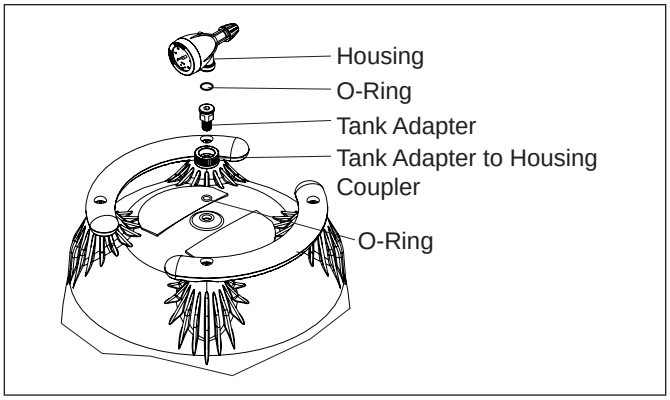

Figure 4. Pressure Gauge/Air Release Assembly
a. Place the smaller, thicker o-ring onto the threads of the tank adapter (see Figure 4). Slide the tank adapter through the coupling